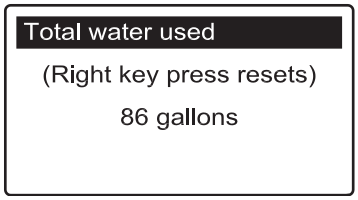

FIG. 49
6. The **Total water used** screen (See Figure 49) shows the volume of water used since it was last reset (it works like the trip odometer in a car). To reset the value to 0, press the RIGHT (▶) button while this screen is displayed.